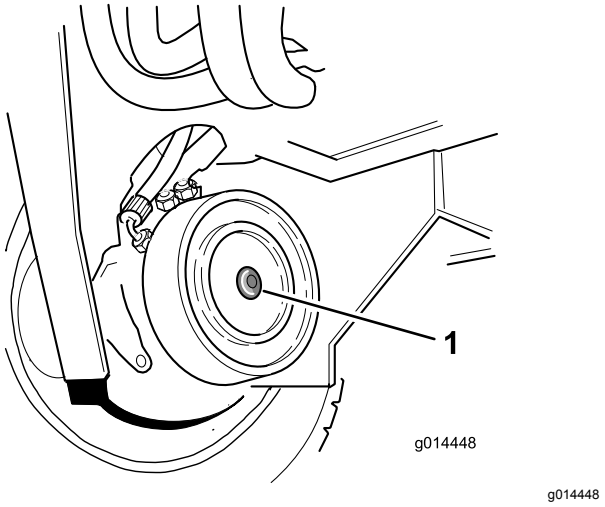

Figur 35
2. Find motorskivebremsesamlingen på højre forhjul, og fjern den sekskantede prop (Figur 35).